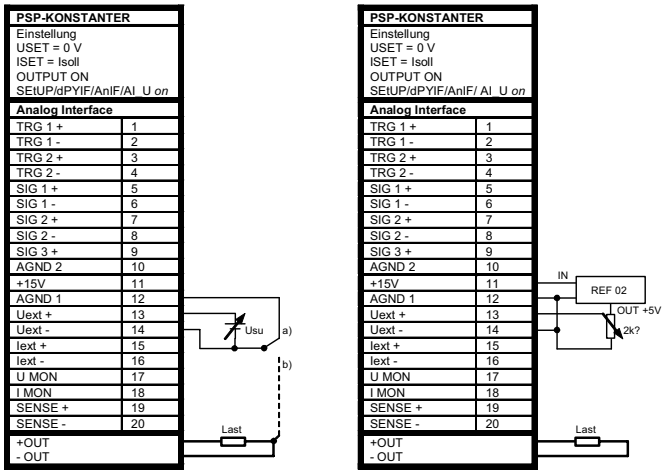

Figure 7.4 Wiring for Controlling Output Voltage with External Voltage / External Potentiometer
- The control inputs are not floating inputs: Their reference point, AGND (1), is connected to the negative pole of the power output.
- If the reference point of control voltage Usu is connected to the negative output pole at the load side, the inverting input must be connected to this point (connection b in figure 7.4). Influences resulting from voltage drops in the output lead are thus avoided.
- If control voltage is isolated from the output, connect Uext – to AGND (1) (connection a in figure 7.4).
- If remote adjustment of output voltage is to be accomplished by means of a potentiometer, wiring can be laid out as shown in figure 7.4.